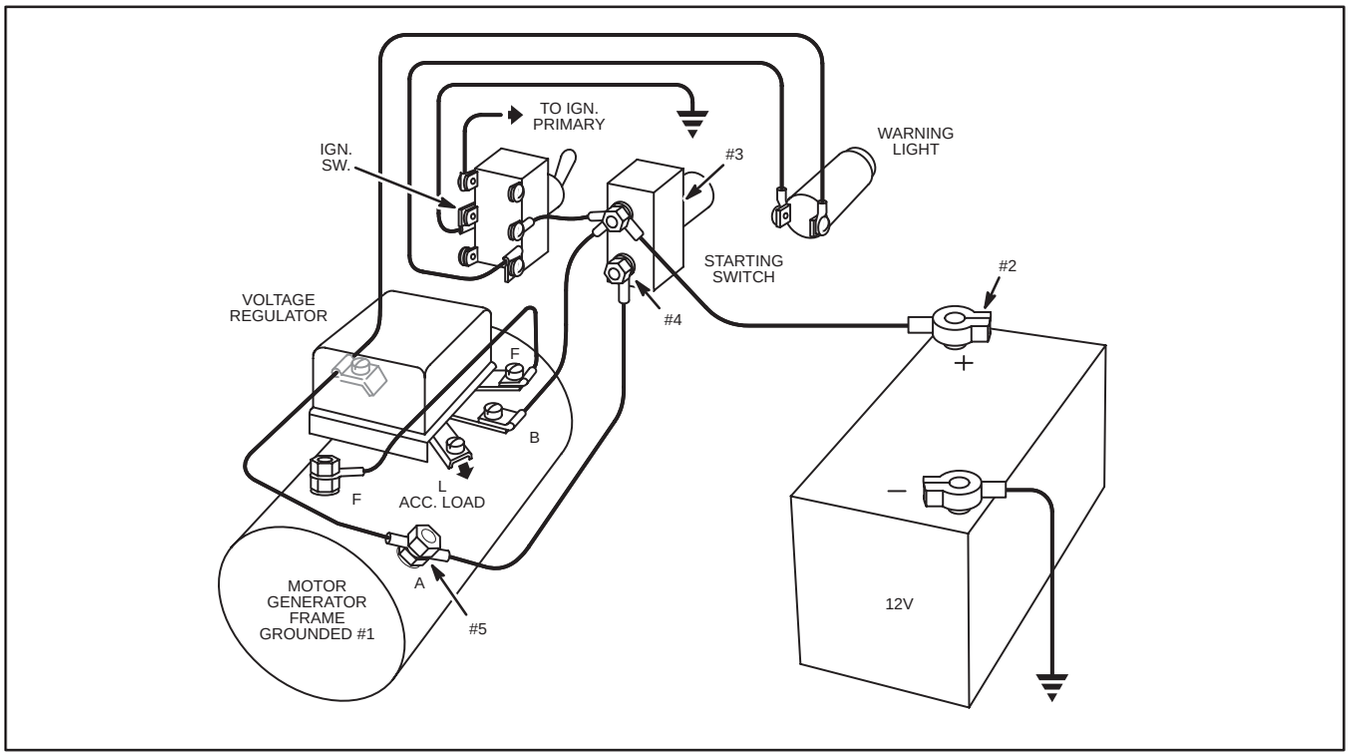

Fig. 719 – WIRING DIAGRAM
A simple method of increasing the charge rate is to disconnect the lead to the regulator BAT terminal and reconnect this lead to the regular (L) terminal. This bypasses the current-voltage feature of the regulator automatically increasing the amount of charge to the battery, Fig. 719.
CHECKING STARTER-GENERATOR AND REGULATOR (See Fig. 719)